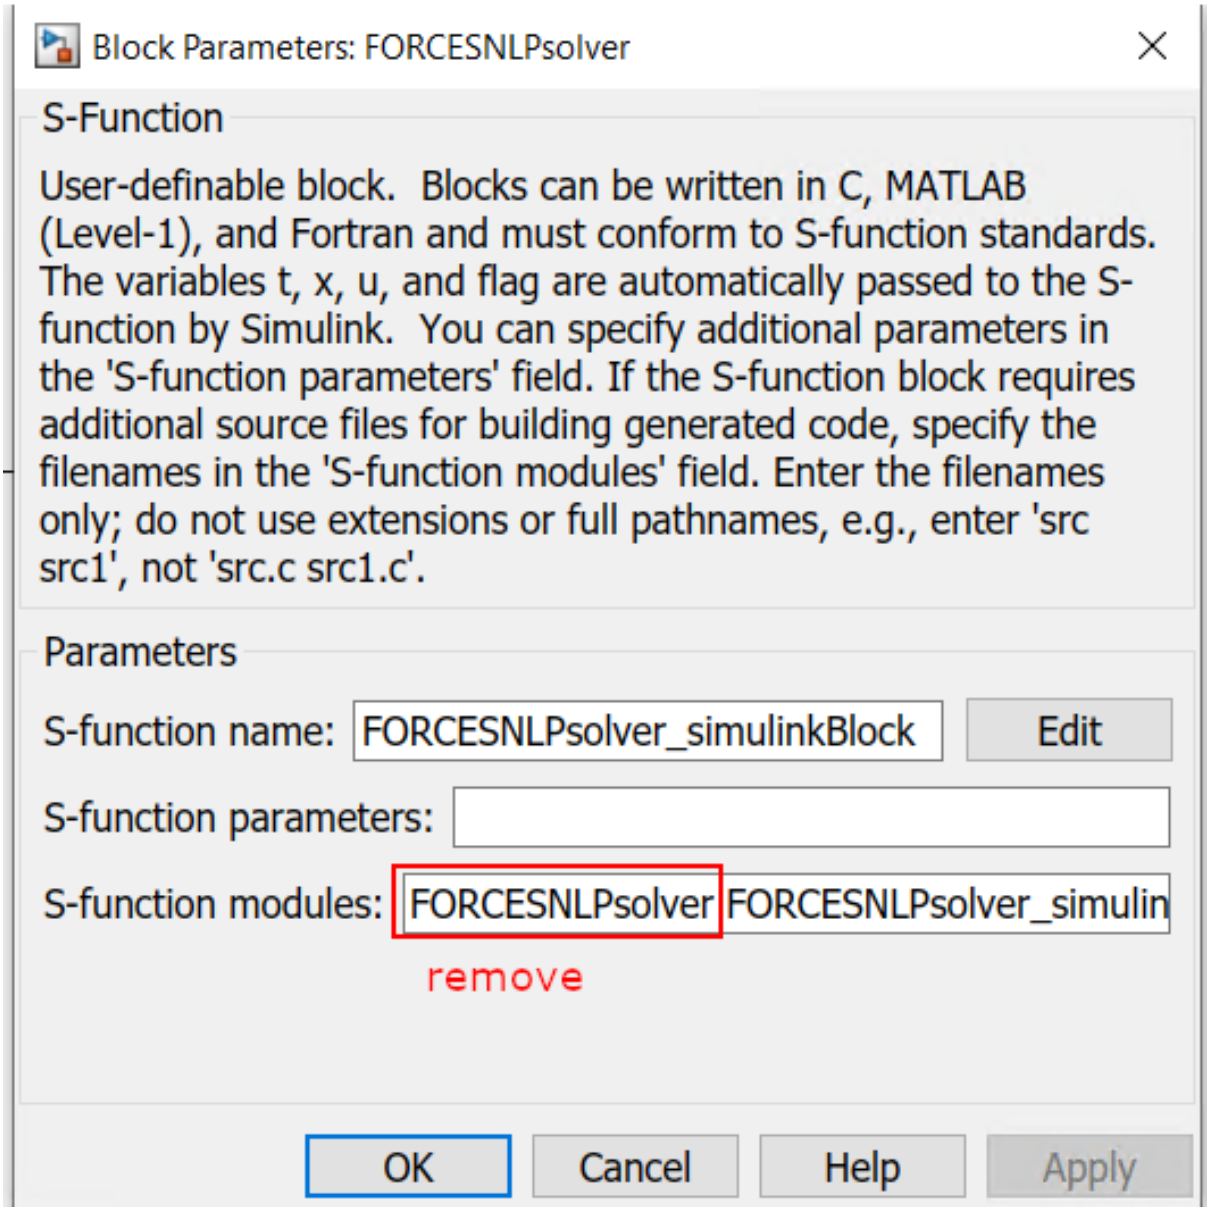

Figure 10.43: Remove the leading solver name from the S-function module.
14) Remove the “FORCESNLPsolver” prefix from the S-function module (see Figure 10.43).